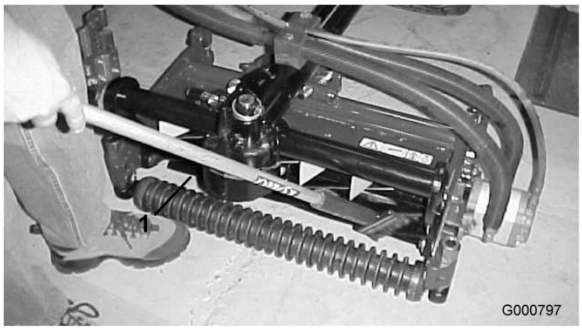

Figura 71
8. Spalmate il preparato per lappatura con un pennello dal manico lungo (n. cat. Toro 29-9100). Non usate mai un pennello dal manico corto (Figura 71).